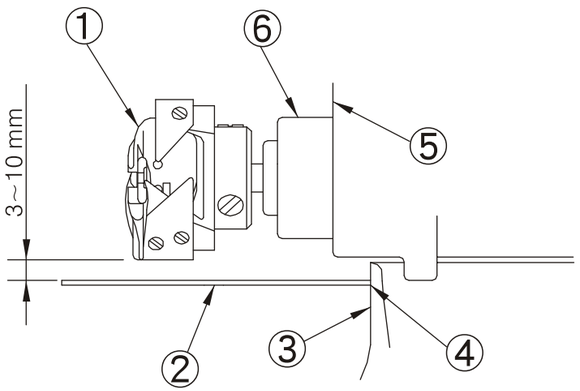
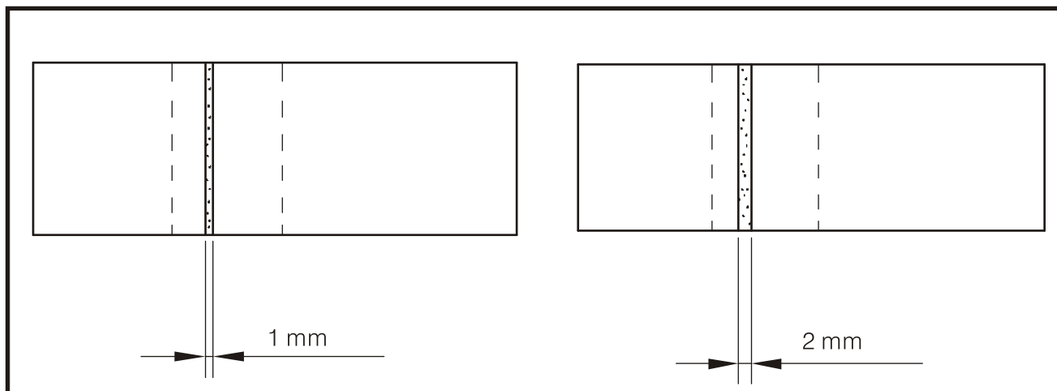

Fig. 4
Fig. 5
(1) Prenda la maquina y caliéntela con arranque por 3 minutos a una velocidad moderada por 3 minutos si la maquina no fue bien usada.
(2) Mientras la maquina este funcionando. Ponga el papel de prueba debajo de la lanzadera. (Fig. 4)
(3) Confirme que la altura del nivel de aceite en el receptáculo del mismo este entre ALTO y BAJO.
(4) La prueba de salpicado de aceite debe ser acabada en 5 segundos (Utilice un reloj para tomar el tiempo).
5. Los ejemplos de observación indican la cantidad apropiada de aceite (Fig. 5)